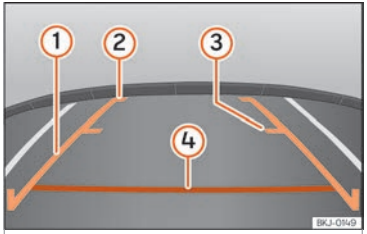

Abb. 299 Anzeige auf dem Bildschirm des Systems Easy Connect: Orientierungslinien.
- **Die Beladung des Fahrzeugs verändert die Darstellung der Orientierungslinien ››› Abb. 299. Die von ihnen dargestellte Breite verringert sich bei zunehmender Beladung. Achten Sie auf die Umgebung des Fahrzeugs, wenn der Innenraum oder der Gepäckraum beladen sind.**
››› Abb. 299